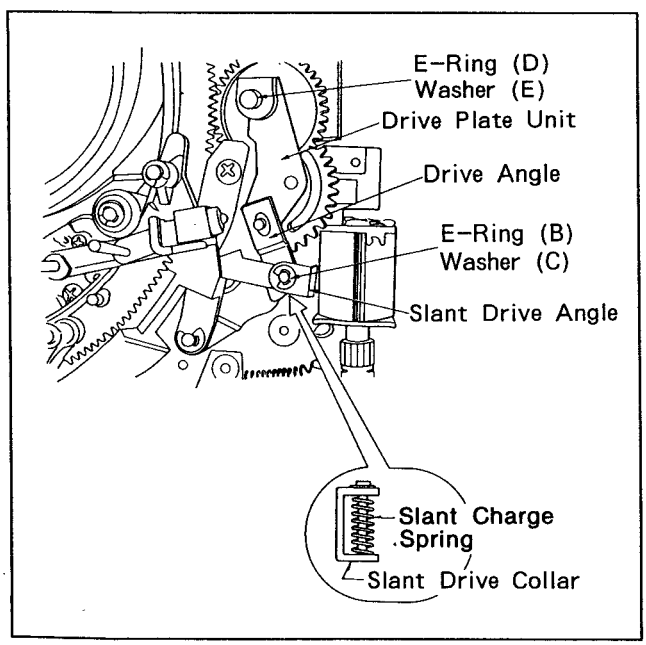

Fig. 6-22-2 Cam Gear Removal - (2)
3. Remove the E-Ring (B) and Washer (C), then remove the Slant Drive Angle and Drive Angle, Slant Charge Spring as shown in figure 6-22-2.
4. Remove the E-Ring (D), Washer (E) and the Drive Plate Unit as shown in figure 6-22-2.